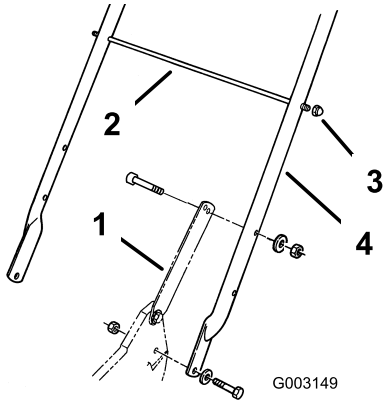

Figura 3
1. Montate la maniglia all'esterno della scocca del tosaerba (usate il foro inferiore) con 2 bulloni (5/16 x 1-1/4 inches), rondelle e dadi di bloccaggio sottili (5/16 inch) (Figura 3).
2. Fissate gli arresti della maniglia con 2 bulloni (5/16 x 1-1/2 inches), rondelle e dadi di bloccaggio (5/16 inch) (Figura 3).
3. Inserite l'asta di supporto del cesto nei secondi fori di montaggio dall'alto, nella maniglia, e fissate ogni estremità con un dado di bloccaggio a calotta (Figura 3).